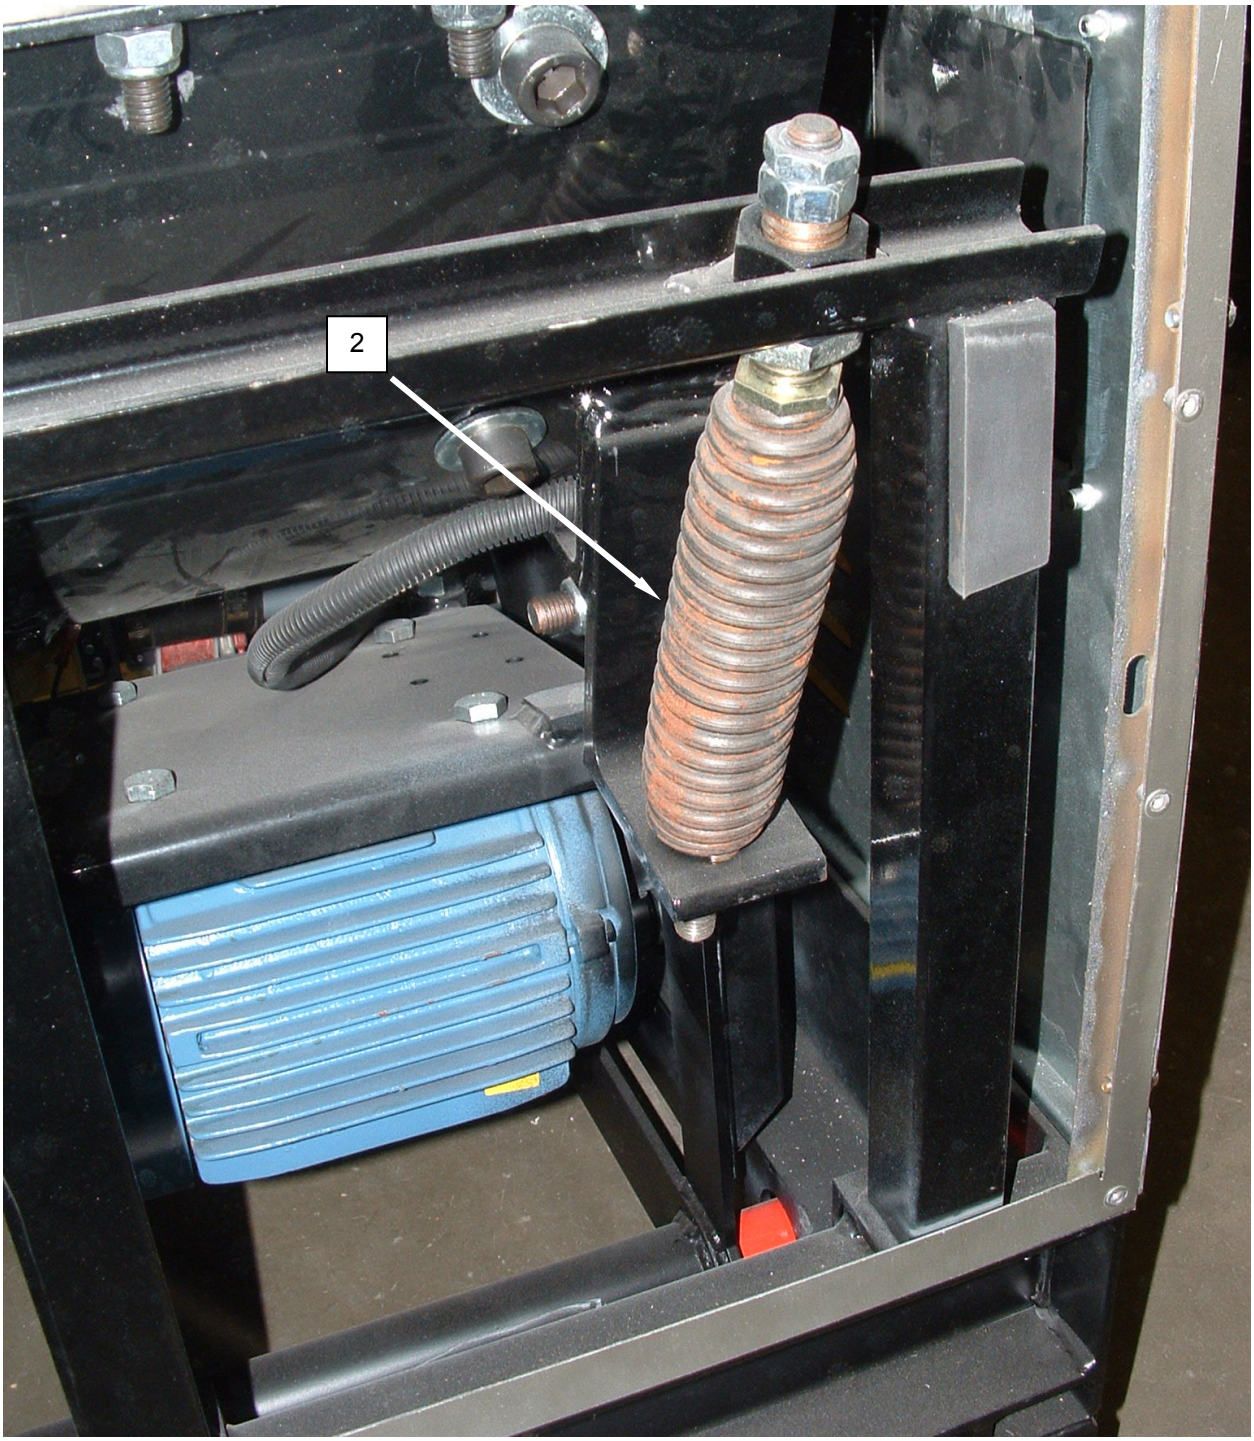

Figure 2. Inspect the Washer Springs.
2. Inspect springs **(Figure 2, Item 2)** for physical damage, corrosion, or loose mounting bolts.